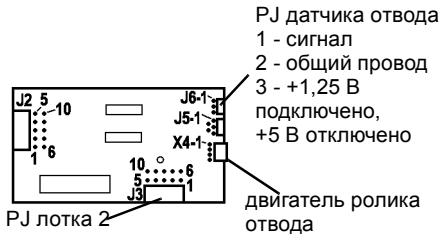

Рисунок 8 PWB управления лотка
- Отсоедините двигатель роликов отвода от PWB управления лотка 2 (Рисунок 8).